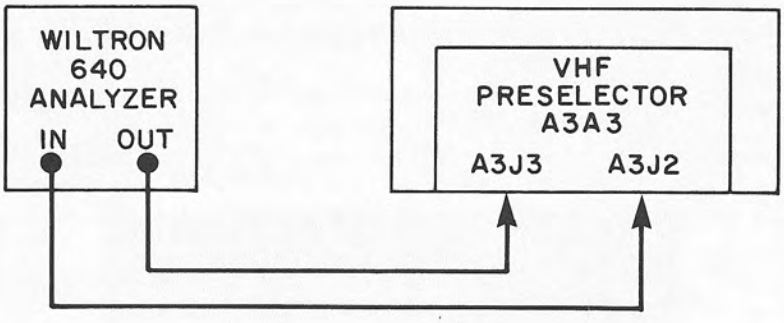

Figure 4-11. VHF Preselector Alignment, Equipment Connections
4. Connect the test equipment as illustrated in **Figure 4-11.**
2. Connect the test equipment to the High-Band Preselector (A3A3) as illustrated in **Figure 4-11** and reinstall A3A3 into its appropriate slot. Extend the VHF Low-Band Preselector (A3A4).